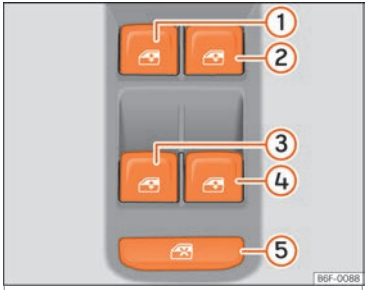

Fig. 88 Détail de la porte du conducteur : commandes des fenêtres.
La commande de sécurité ››› **fig. 88** ⑤ située sur la porte du conducteur vous permet de désactiver les touches des lève-glaces sur les portes arrière.